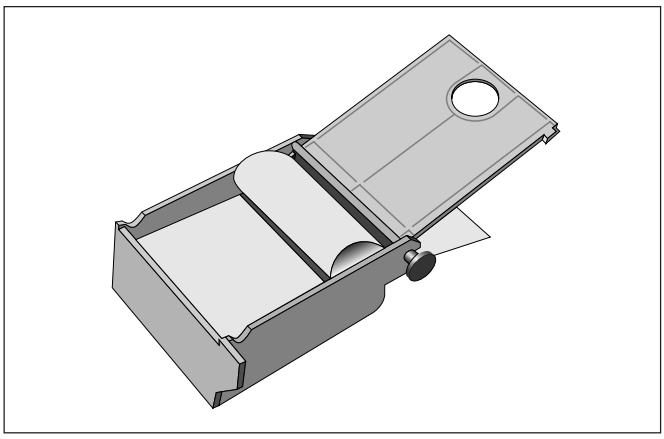

Bild 9-9. Durchführen des Papieranfangs
- Legen Sie das neue Faltbuch ein (rote Strichkante nach unten) und führen Sie den Papieranfang zwischen Kassette und Transportwalze durch (Bild 9-9).